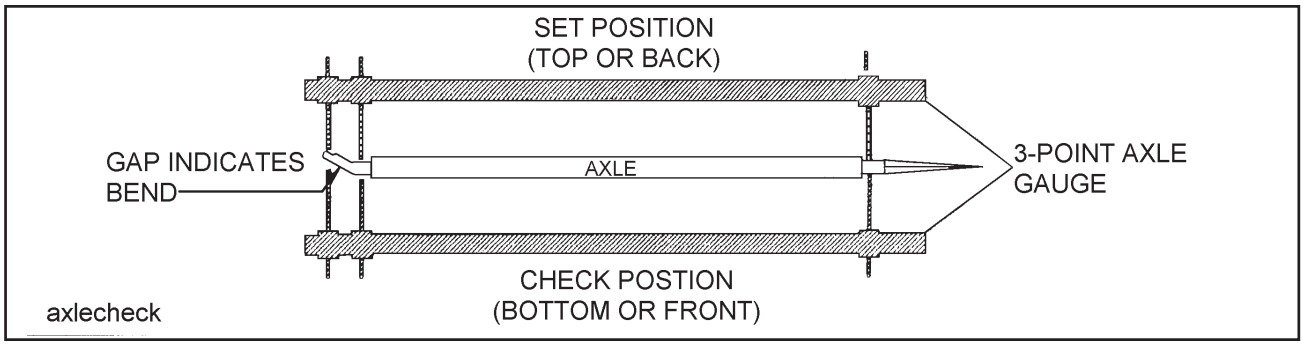

Figure 4-10 Checking Axle for Bend
b. Place a 3-point axle gauge against the front side of the axle, and adjust each axle gauge point to the axle. (Double point end against the inner and outer wheel bearing surfaces of the spindle being checked and the other point on the inner bearing surface on the other spindle.)**(See Figure 4-10).**
c. Move the axle gauge and place against the back side of the axle. If either of the points of double point end fails to touch the axle surface, a bent spindle is evident. A point gap of .015" or more is considered excessive tire “toe” and the axle must be replaced **(See Figure 4-10)**.